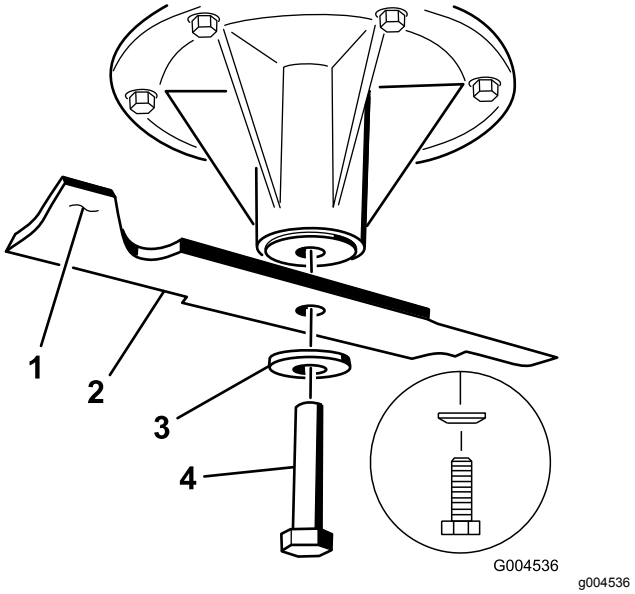

**Figuur 81**
1. Monteer het mes op de as (Figuur 81).
2. Monteer de veerschijf en de mesbout (Figuur 81).
**Opmerking:** De conus van de veerschijf moet worden gemonteerd op de boutkop (Figuur 81).